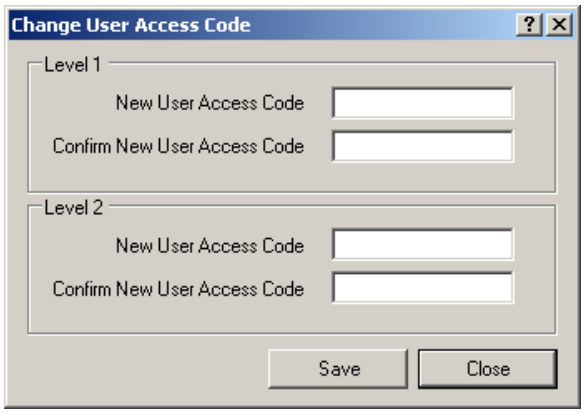

Figure 4-1 Change User Access Code Dialog Screen
1. Select **Utility/Change User Access Code** from the TapTalk toolbar. TapTalk will display the "Change User Access Code" dialog screen (Figure 4-1).